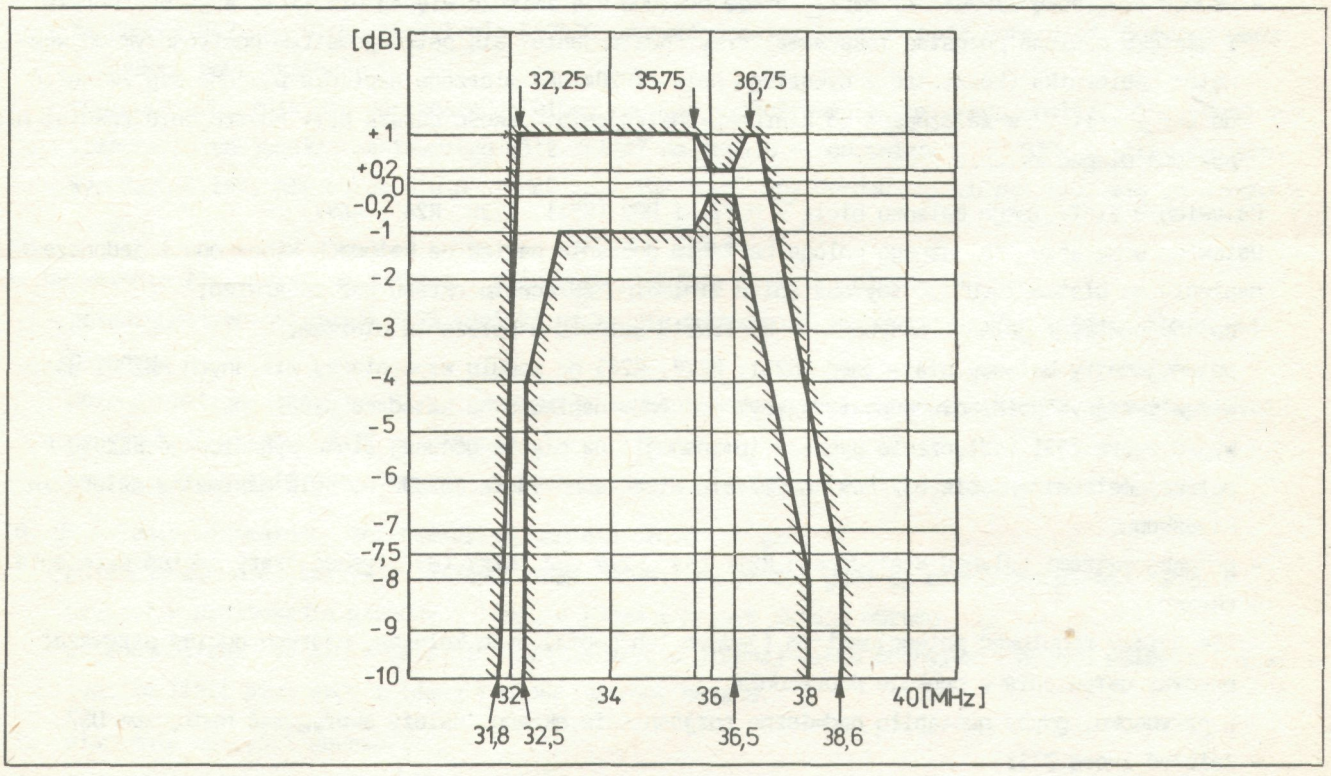

Rys. 1. Łączna charakterystyka modułu MP2007 i MG2012
- w przypadku otrzymania charakterystyki nie mieszczącej się w polu tolerancji (rys. 1) należy przeprowadzić następującą korektę w module MP2007 (rys. 3):